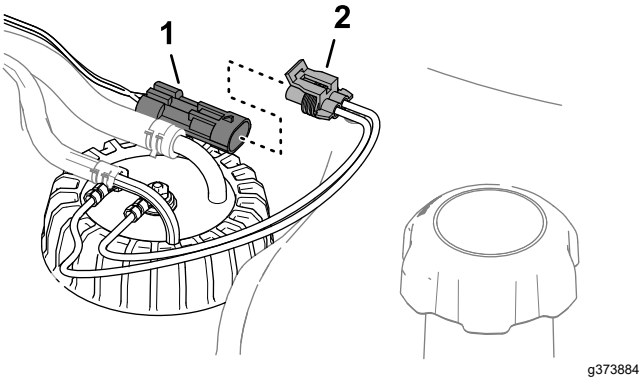

Figur 94
6. Sæt stikket på brændstofsenderens ledningsnet i stikket på maskinens ledningsnet (Figur 94).